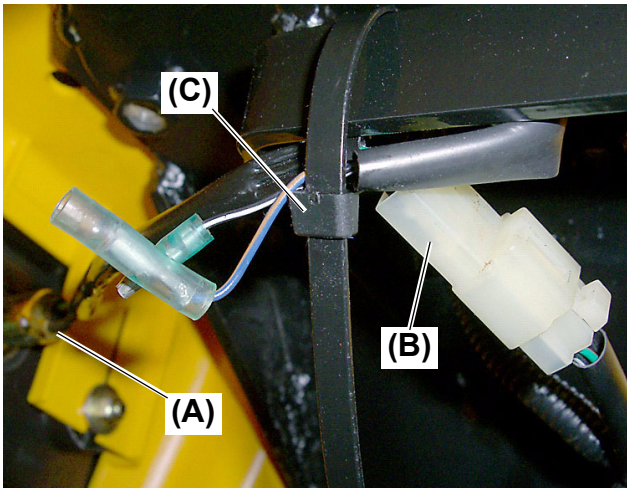

Fig. 6
6. Disconnect the tail light wire lead connector **(Fig. 6, (B))** from the main harness connector.
7. Loosen the adjustable tie strap **(Fig. 6, (C))** to separate the tail light wire lead from the tractor.